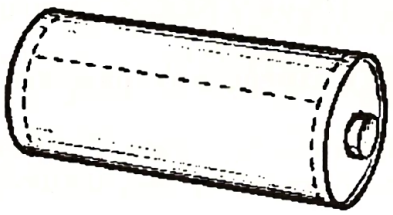

Рис. 3
1. Для получения цинковых пластин используйте корпус (стакан) старого гальванического элемента (например, от квадратной батареи), освободив его от содержимого. Для этого распилите его ножовкой по металлу так, как показано на рис. 3 пунктиром. Полученную пластину выпрямите и разрежьте на части размерами 1 х 3 см.